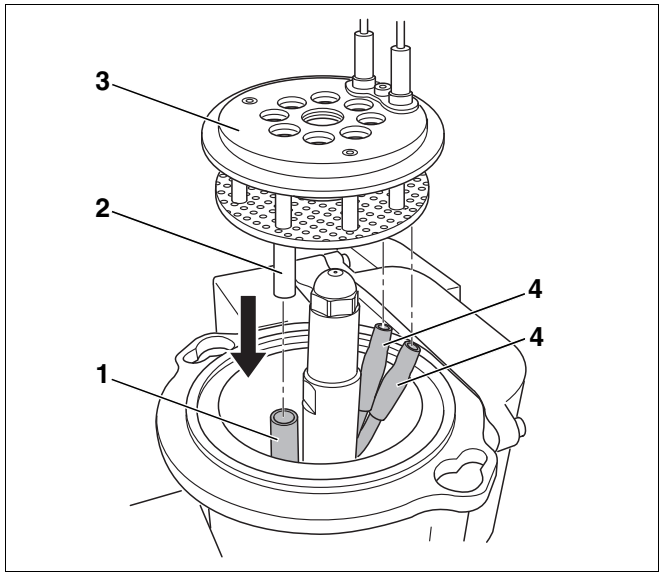

Rys. 35 Montaż systemu mieszającego
- Ponownie wmontować system mieszający (rys. 35, **poz. 3**).
- Zamocować prawidłowo przewody zapłonowe (rys. 35, **poz. 4**).
- Wsunąć rurkę optyczną (rys. 35, **poz. 2**) do tulejki prowadzącej (rys. 35, **poz. 1**).